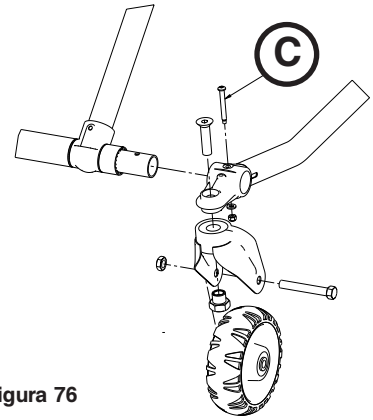
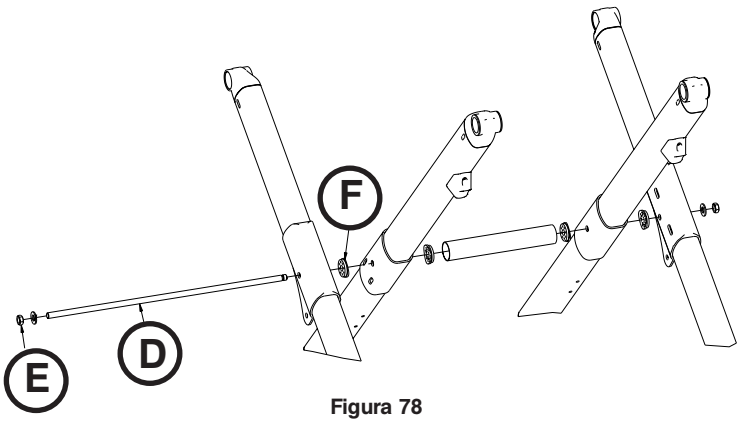

Figura 76
Figura 78
4. Con una llave combinada de 3/8" y 7/16", retire los cuatro pernos de montaje de las ruedas (C) que fijan el conjunto del tubo exterior de elevación a los tubos de la base inferior (Figura 76).
5. Con dos llaves combinadas de 9/16" y un martillo de golpe seco, retire la biela de la base (D) y la contratuerca hexagonal de bloqueo (E).
Nota: Guarde los rodamientos (F) que saldrán de la estructura. (Figura 78).